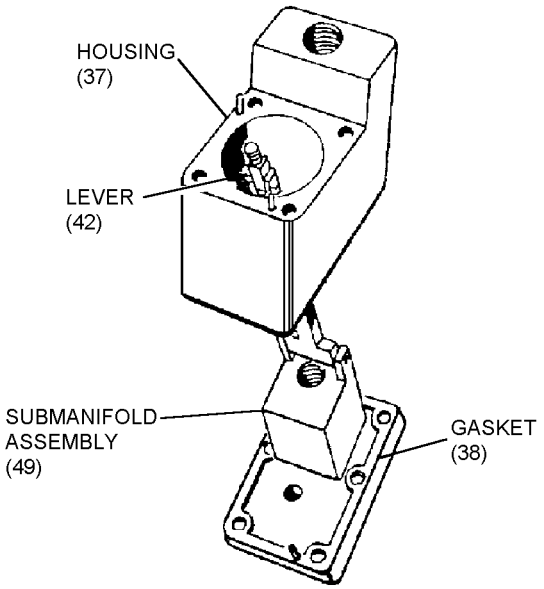

Figure 9-4. Housing and Submanifold Assembly
6. Insert gasket (38) onto submanifold (8 or 49). Insert lever assembly (42) through housing (37) until lever assembly protrudes through housing as shown in figure 9-4.
7. Screw piston and seal assembly (31 and 32) onto lever (42) protruding through housing (37) as shown in figure 9-4. Tighten assembly finger tight, then back assembly off counterclockwise approximately one full turn.